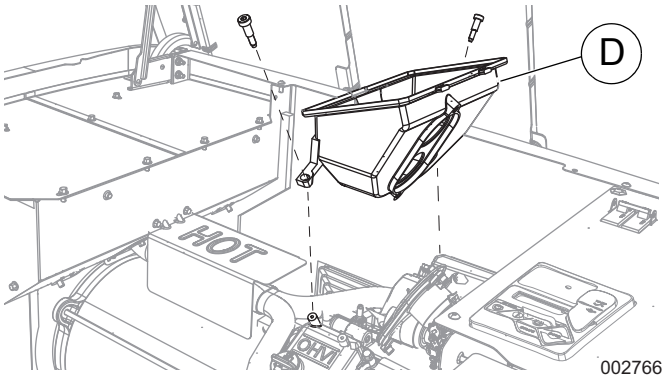

Figure 7. Retrait de la base de la boîte à vent (modèles de 11 à 22 kW)
2. Voir la ***Figure 7***. Dévissez et retirez la base de la boîte à vent (D).